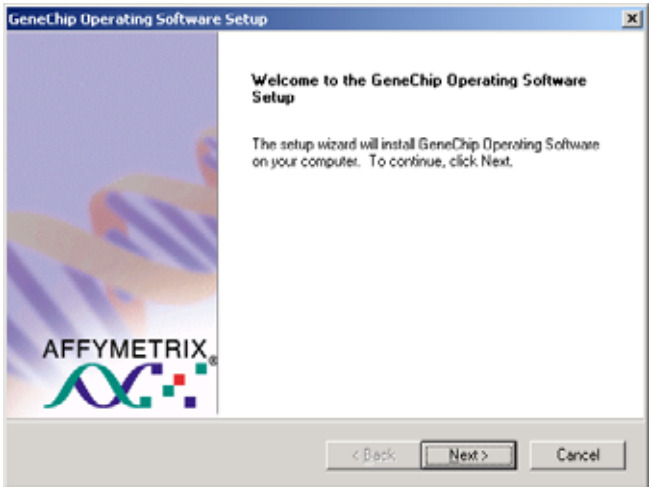

Figure 2.2
4. In the Welcome window **(Figure 2.2)**, click **Next**.